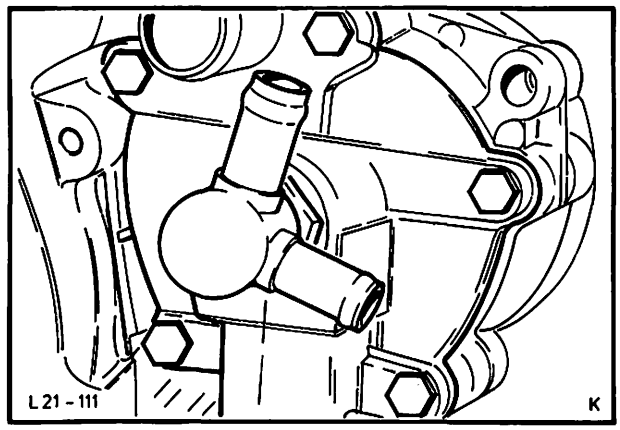

Abb. 174 Wasserpumpe mit Deckel montieren
53. Wasserpumpe mit Deckel montieren, dabei Dichtung beidseitig mit Dichtungsmasse bestreichen, Abb. 174.